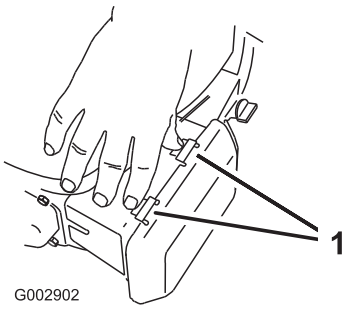

Figure 16
1. Appuyez sur les languettes de verrouillage en haut du couvercle du filtre à air (Figure 16).
3. Nettoyez l'élément filtrant du filtre à air (Figure 16).